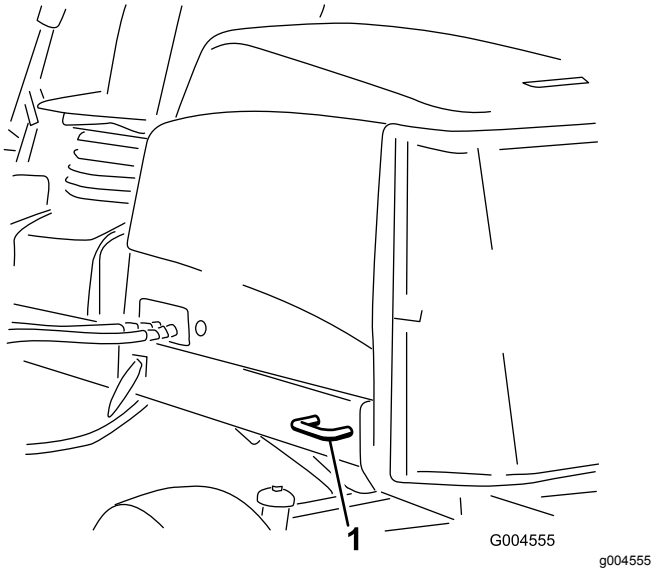

Figur 44
- Bak – på båda sidor av maskinen, på den bakre ramen (Figur 44).